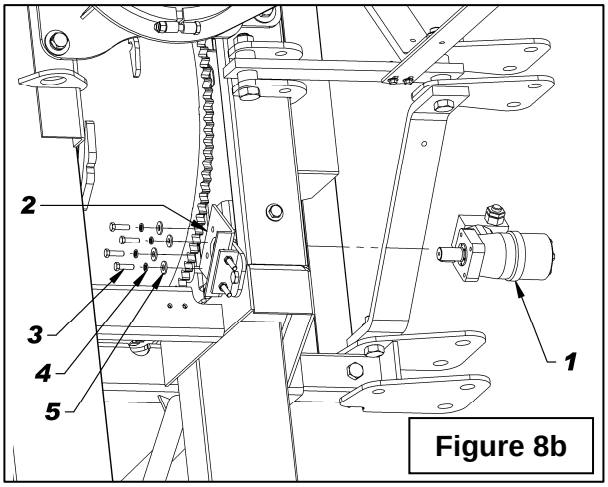
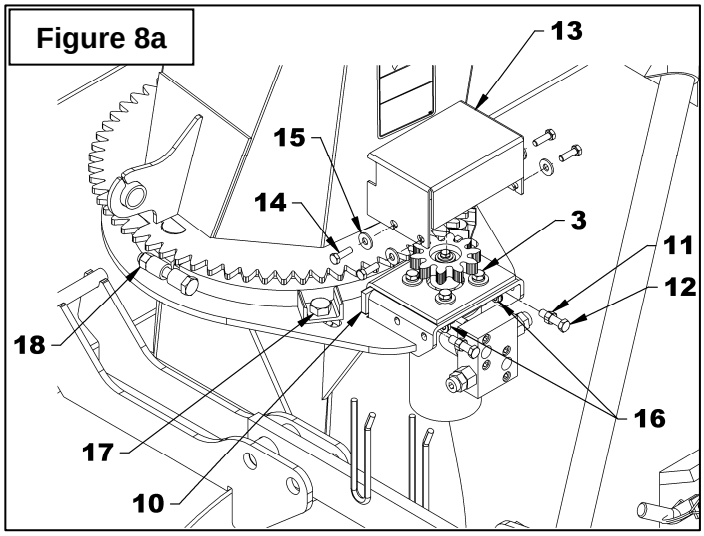

Figure 8b
Figure 8a
4. **Figure 8a**: Ajuster la distance entre l'engrenage de la chute et celle du moteur en suivant cette procédure:
- **A.** Desserrer légèrement les deux boulons (item 17) qui maintiennent la plaque de retenue.
- **B.** Visser les deux écrous (item 18) simultanément jusqu'à ce que la distance entre les plaques de retenue et le contour de la chute soient égaux.
- **C.** Resserrer les boulons (item 17) selon la ***"Table de Spécification des Couples"***.
- **D.** Ajuster les engrenages à une distance de 1/32" à 1/16" en vissant les deux boulons (item 12). Verrouiller l'ajustement à l'aide des écrous (item 11) en les déplaçant contre le fer plat d'ancrage (item 10). Serrer les quatre boulons (item 3) à 30 lb-pi (41 N-M).
5. **Figure 8b**: Enlever l'engrenage et retirer un des boulons 3/8"NC x 1 1/4" (item 3) qui retiennent le moteur, appliquer du Loctite® 243 sur les filets du boulon et serrer à un couple de 33 lb-pi (45 N-M). Répéter pour les trois autres boulons.
6. **Figure 8a**: Réinstaller l'engrenage et le couvercle (item 13) à l'aide de quatre boulons 5/16" NC x 1" (item 14), rondelles plates 3/8" (item 15) du côté extérieur et quatre écrous à bride rainurée 5/16" (item 16) du côté intérieur. Serrer selon la ***Table de Spécification des Couples***.